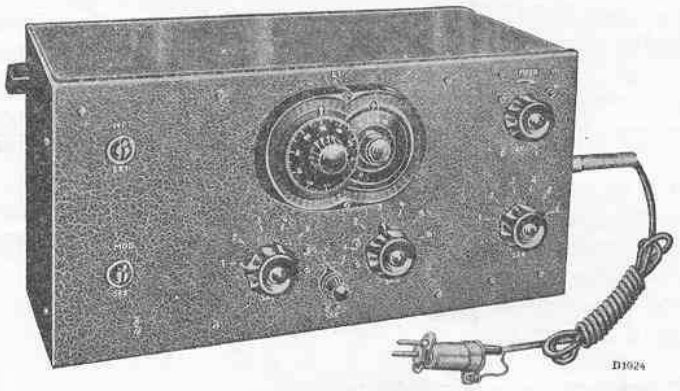

Fig. 4
1. Un oscillateur Service, p.ex. G.M. 2880 avec une gamme de longueurs d'onde de 14 à 3000 m (21,5 Mc à 100 Kc), fig. 4.